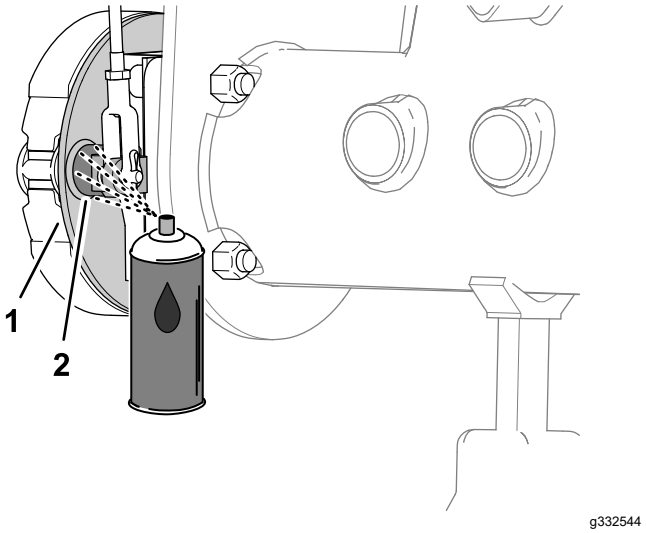
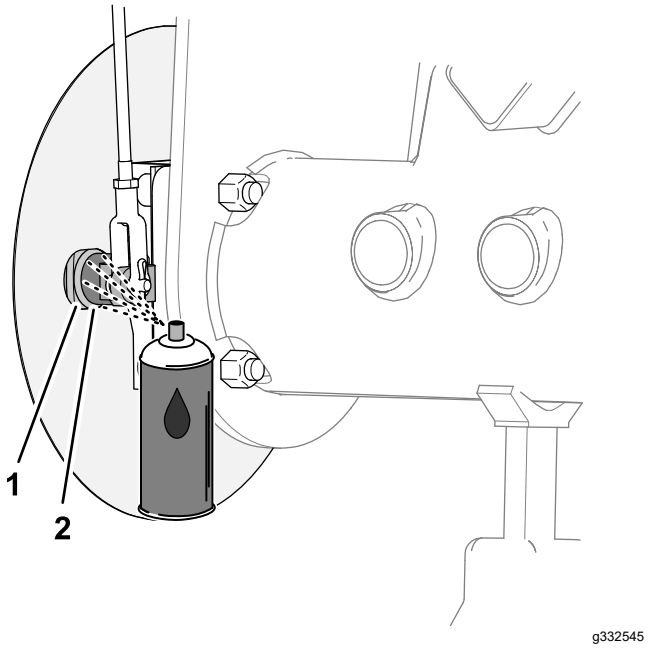

Figur 69
Figur 70
1. På innsiden av bremsestøtteplaten (maskiner uten det valgfrie gresskjoldet til hjulplate til felgen) eller hjulskjoldet (maskiner med det valgfrie gresskjoldet til hjulplate til felgen), spray penetrerende olje mellom kamakselen for bremsen og støtteplaten (Figur 69 eller Figur 70).